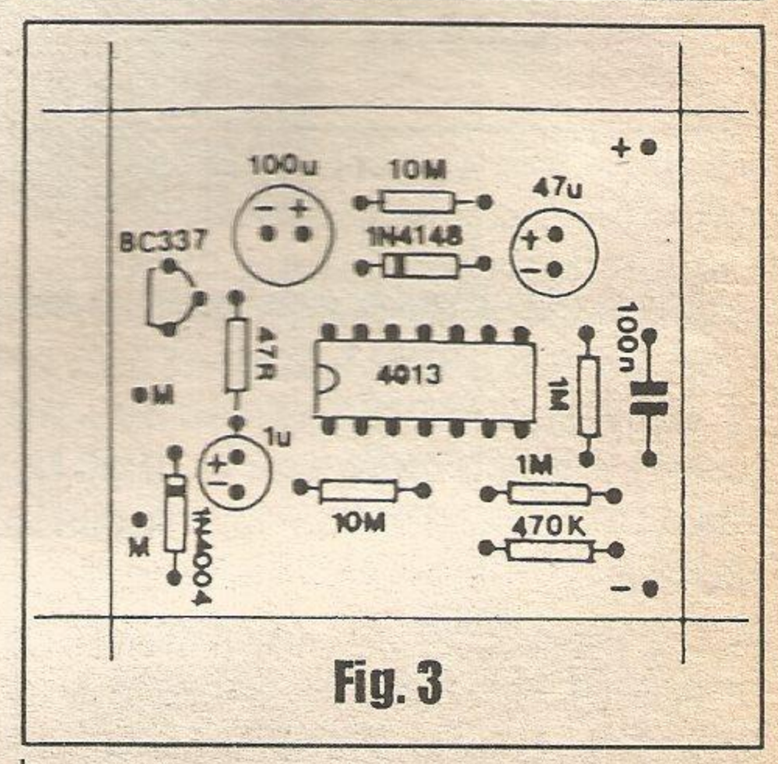

Fig. 3
**- FIG. 3 - *CHAPEADO* DA MONTAGEM -** Vemos, agora, a face dos componentes, ou seja: o lado não cobreado do impresso, com todas as principais peças posicionadas, orientadas e identificadas pelos seus códigos, valores, indicadores de polaridade, etc. Vários são os componentes polarizados, cuja orientação física sobre a placa não pode ser alterada, sob pena de dano à própria peça (e de *não funcionamento* do circuito do **TREMELIK**...). O integrado deve ficar com sua extremidade marcada voltada para a posição ocupada pelo resistor de 47R. O transístor com seu lado *chato* voltado para a borda próxima da placa. Os dois diodos com suas extremidades de **catodo**, marcadas por anéis ou faixinhas em cor contrastante, orientadas conforme mostra a figura. Os capacitores eletrolíticos, com a polaridade de terminais respeitada... A propósito, a *perna* **positiva** dos eletrolíticos radiais (recomendados, para compactação do *lay out*...) é sempre a *mais longa*... Resistores e capacitor comuns, não são polarizados (seus terminais podem ser ligados *daqui pra lá* ou *de lá pra cá*, sem problemas...), porém seus lugares na placa devem ser identificados em função dos respectivos valores, que assim precisam ser *lidos* com exatidão ... quem tiver dúvidas, pode recorrer ao **TABELÃO APE**, encartado sempre na Revista... Conferir tudo ao final (incluindo na verificação os pontos de solda, na face cobreada do impresso...). Tudo *nos conformes*, corta-se as *sobras* de *pernas*, pinos e terminais (também pela face cobreada...).
**- FIG. 3 - *CHAPEADO* DA MONTAGEM -** Lado não cobreado da placa, com a maioria das peças do circuito posicionadas e identificadas, uma a uma, pelos respectivos códigos, estilizações, valores e polaridades... Como sempre, recomendamos calma e conferências constantes nessa fase, para evitar trocas ou inversões danosas aos componentes ou ao circuito como um todo... Lembrar que os integrados são polarizados, devendo ambos ficarem com suas extremidades marcadas orientadas conforme indica a figura... Outros componentes polarizados exigem idênticos cuidados: o trasnsístor com seu lado *chato* próximo ao *trim-pot*, o diodo com sua extremidade marcada por um anel ou faixa orientada de acordo com o diagrama, os três capacitores eletrolíticos com as polaridades de terminais rigorosamente respeitadas... Para mais fácil inserção e soldagem do *trim-pot* seus terminais devem ser pré-retificados (apertando-se os ditos cujos com um alicate de bico, de modo a eliminar as suas *curvinhas* originais...), e os respectivos furos no impresso devem ser ligeiramente *alargados* (uma vez que os pinos são um pouco mais *taludos* do que os terminais dos outros componentes...). Quanto aos resistores e capacitores comuns, cuidar para que nenhum seja inserido em lugar trocado, em função dos seus *valores*. Para todas as